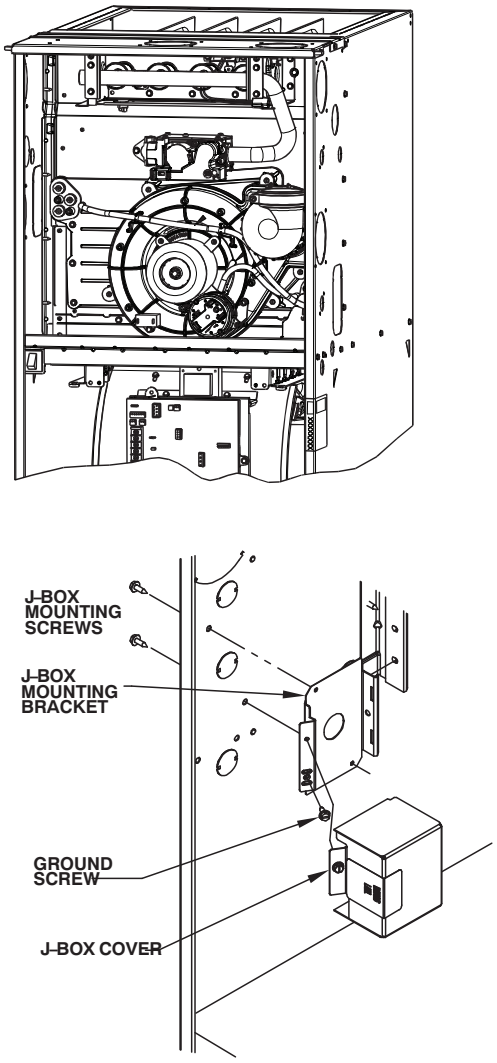

**Fig. 31 - Installing J-Box (When Used)**
Align the J-box mounting bracket against the inside of the casing and secure the mounting bracket with the screws. (See Fig. 31.)
6. Connect field ground wire and factory ground wire to green ground screw on J-Box mounting bracket as shown in Fig. 31.
1. Install J box mounting bracket to inside of furnace casing. (See Fig. 31.)
5. Connect field ground wire and factory ground wire to green ground screw on J-Box mounting bracket as shown in Fig. 31.
7. Attach furnace J-Box cover to mounting bracket with screws supplied in loose parts bag. Do not pinch wires between cover and bracket. (See Fig. 31).
1. Install J box mounting bracket to inside of furnace casing. See Fig. 31.
4. Connect field ground wire and factory ground wire to green ground screw on J-Box mounting bracket as shown in Fig. 31.